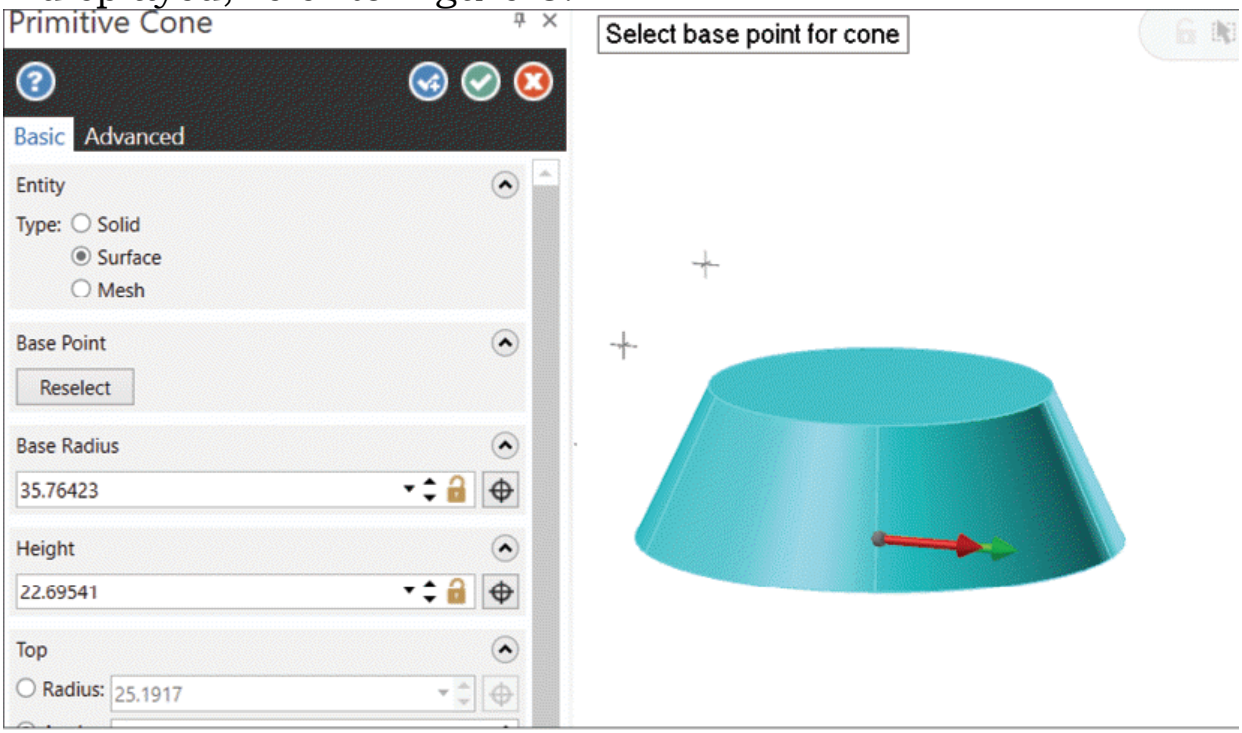

Figure-8. Preview of cone
- Set the other parameters as discussed earlier and click in the 3D view to place the cone. Preview of cone will be displayed; refer to Figure-8.